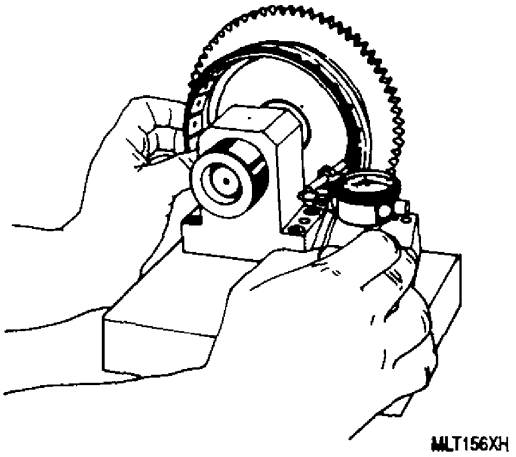

Figure 11. Checking Lining Bore Angle and Concentricity with 6796378 Gage
(3) Check Diameter C and gage Diameter D runout and angle using 6796378 gage as shown (figure 11).